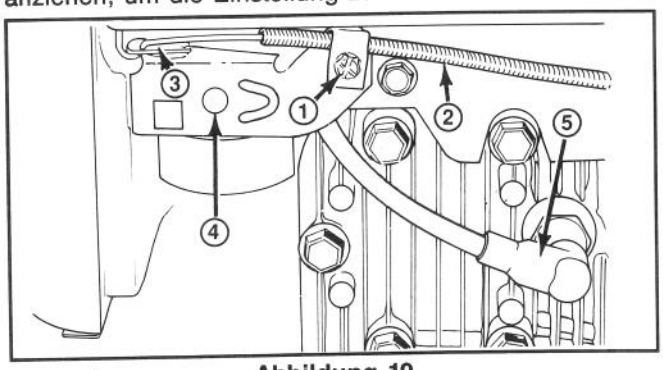
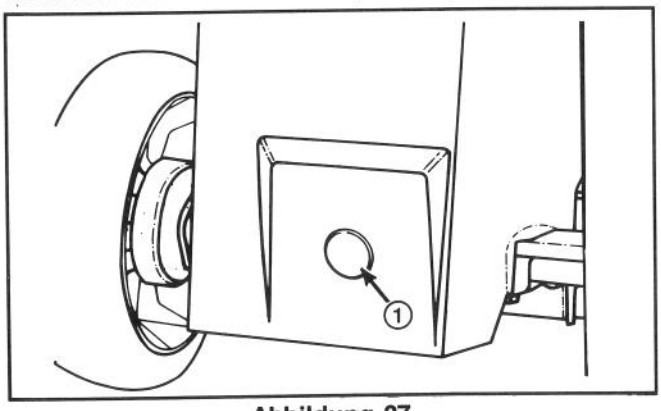

Abbildung 19
Abbildung 27
1. Den Motor abstellen und das Kabel von der Zündkerze abziehen (Abb. 19).
3. Die Schraube der Kabelklemme lösen, bis das Gaszugkabel durchrutscht (Abb. 19). Die Stanzlöcher des Drosselhebels und der Drosselhalterung mit einen 3 mm Stift ausrichten. Die Schraube der Kabelklemme anziehen, um die Einstellung zu sichern.
3. Den Mäher auf die höchste Schnitthöhe einstellen (E).
4. Den Plastikstopfen aus der Öffnung auf der Rückseite des Mähers ziehen (Abb. 27).